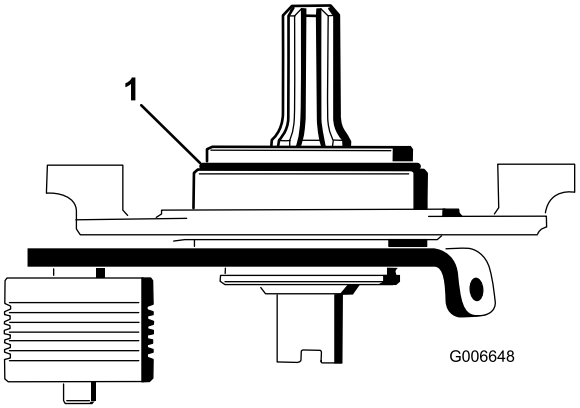

Figur 23
22. Använd en 3/8–16 tapp och ta bort färgen i de yttre monteringshålen i både vänster och höger sidoplåtar (Figur 23).
Viktigt: Kontrollera att o-ringen har placerats korrekt på svängnavet (Figur 23).